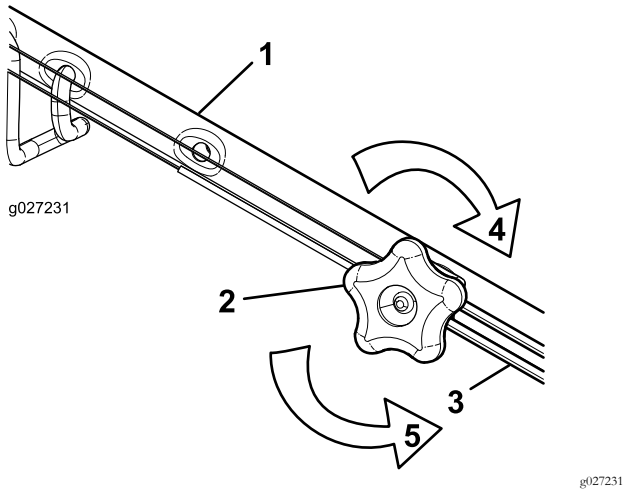

Rysunek 32
1. Obróć pokrętło regulacyjne w kierunku przeciwnym do ruchu wskazówek zegara, aby poluzować mocowanie linki (Rysunek 32).
2. Wyreguluj naprężenie linki (Rysunek 32) pociągając ją do tyłu lub popychając do przodu i przytrzymując w tym położeniu.